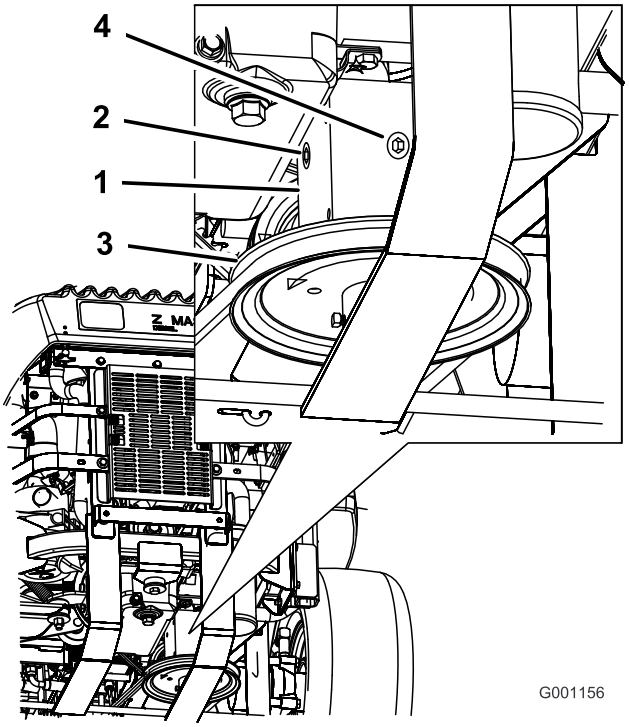

**Figur 60**
4. Fjern side- eller bakpluggen på girkassen (Figur 60).